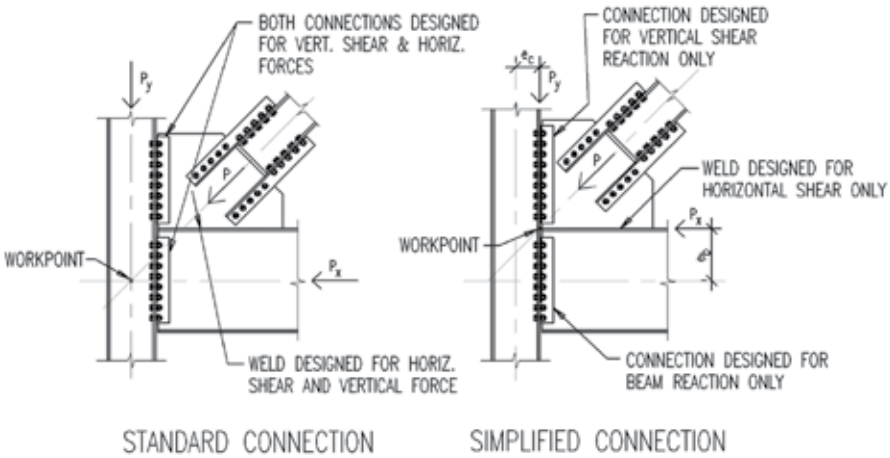

Figure 6: Adjust workpoint locations on braced frames to simplify connections.
20) **Modify workpoints on braced frames to simplify connections.** Orienting diagonal brace workpoints at the intersection of the faces of columns and beams may require upsizing members due to secondary moments, but doing so can simplify the connection design and reduce the number of bolts. (*Figure 6*)